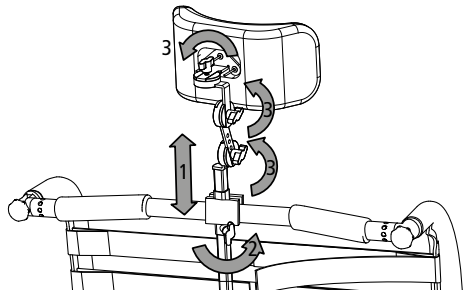

fig. 48
1. Spingere il poggiatesta nella posizione desiderata (1, fig. 48).
2. Stringere la vite a farfalla (2, fig. 48) per bloccare il poggiatesta.
1. Allentare le quattro viti a farfalla (2+3, fig. 48).
3. Infine stringere nuovamente le viti a farfalla (2+3, fig. 48).